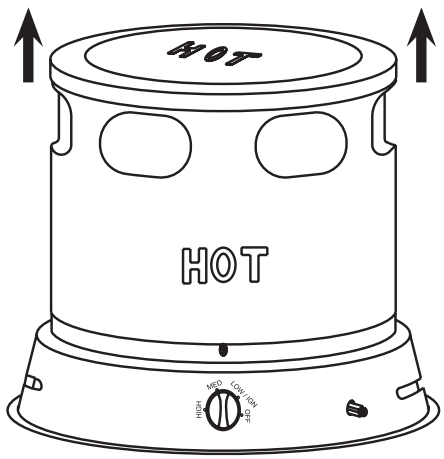

Figure 2
1. Slide Upper Housing straight up and off of lower housing and remove all packed items from inside the heater (See Figure 2).